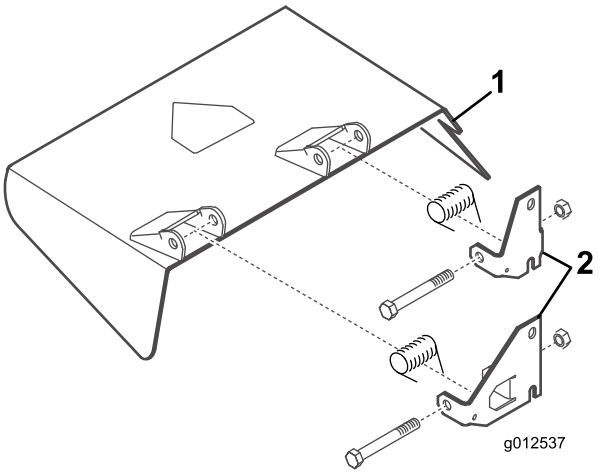

図 8
4. 先ほど取り外したボルト、ロックナット、スプリングを使用して、新しいピボットブラケットをデフレクタマウントに取り付ける 図 8。ブラケットはピボット動作できなければならないので、ナットを締め付け過ぎないようにすること。側方排出で使用する時のためにこのアセンブリを保管する。